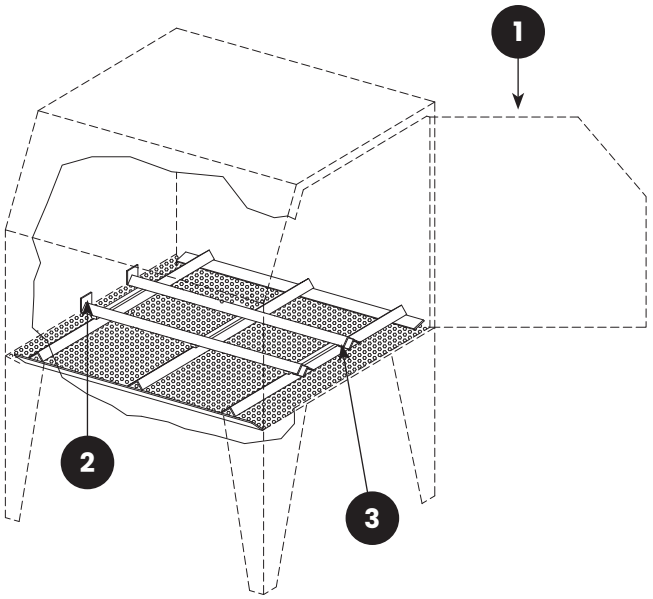

FIGURE 3: (1) Entry Door; (2) Stops; (3) Grate
the inside track, place it so the stops, shown in Figure 3, are opposite the entry door.
2.3.2 | Place the inside track in the cabinet over the existing grate, as shown in **Figure 3**.